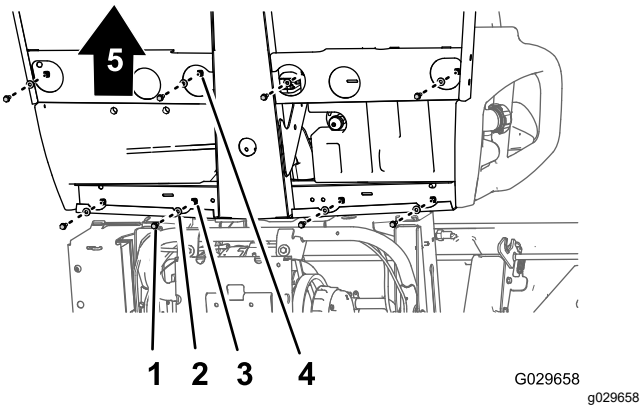
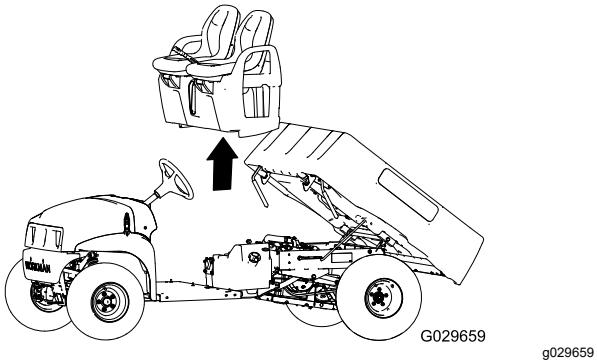

Figur 41
Figur 42
1. Ta bort de åtta flänsskruvar och åtta brickor längst ner på maskinen som håller fast sätessockeln på golvplattan och den bakre hyttkanalen (Figur 41).
2. Lyft försiktigt av sätena, sätessockeln och parkeringsbromskablarna från maskinen (Figur 41).
1. Lyft på sätena och sätessockeln på maskinen och rikta in bromskablarna med chassit (Figur 41 och Figur 42).
2. Rikta in hålen i sätessockeln med hålen i golvplattan och den bakre hyttkanalen (Figur 41 och Figur 42).